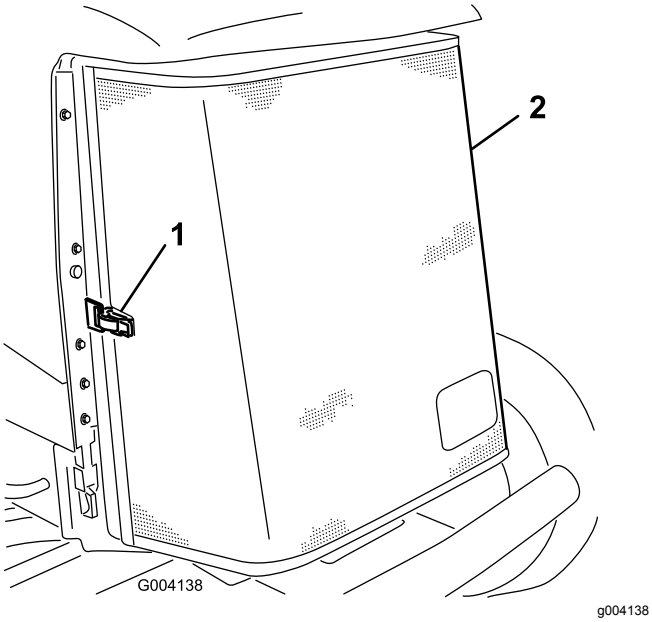

Figure 62
3. Déverrouillez l'attache et ouvrez la grille arrière (Figure 62).